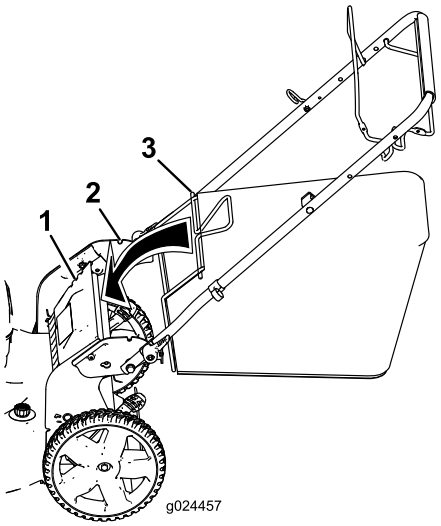

Figur 15
1. Løft og hold oppe den bakre avlederen (Figur 15).
2. Monter gressposehåndtaket, og påse at pinnene hviler i hakkene på håndtaket (Figur 15).